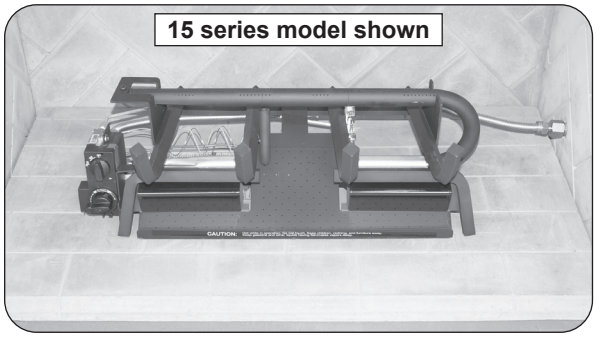

**Fig. 15-2** Center burner in fireplace
3. Place the burner system in the fireplace. Center the burner from left to right. Make certain that no part of the burner assembly protrudes (forward) beyond the face of the fireplace. **DO NOT PUSH ALL THE WAY BACK**. See Fig. 15-2.
**Important:** Ensure the burner is properly placed per step 3, and rests level on the fireplace floor. Adjust if necessary. See Fig. 15-2 and 15-3.